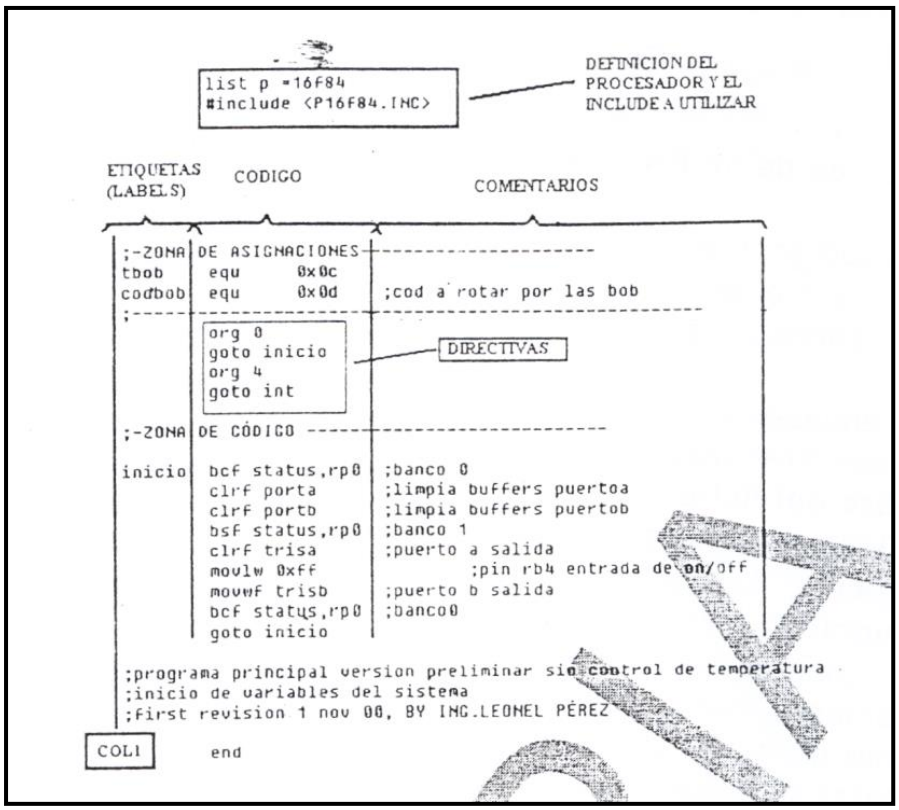

Figura 3.1. Estructura básica de un programa escrito en Ensamblador.
- La estructura básica de un programa escrito en ensamblador Microchip se esboza en la **figura 3.1.**